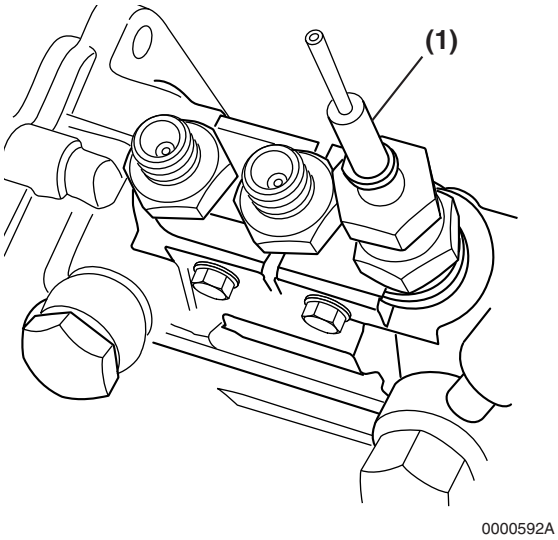

Figure 7-28
13. Install the “spill-timing” tool **(Figure 7-28, (1))** onto the delivery valve for the cylinder being checked. *See Measuring Instruments on page 7-8.*